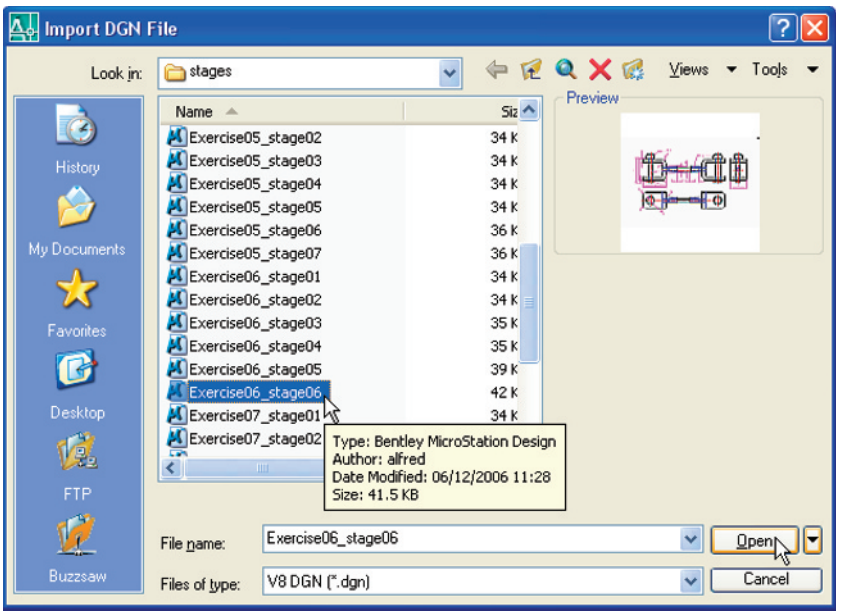
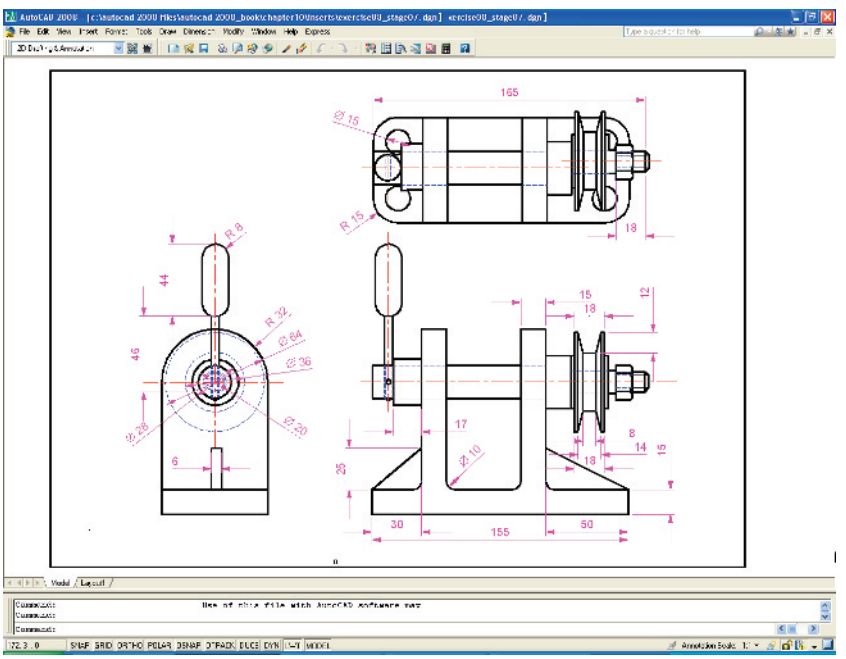

Fig. 10.21 The **Import DGN File** dialog
Fig. 10.22 The ***.dgn** file imported into AutoCAD 2008
2. In AutoCAD 2008 at the command line *enter* **dgnimport**. The dialog in Fig. 10.21 appears on screen from which the required drawing file name can be selected. When the **Open** button of the dialog is *clicked* a warning window appears informing the operator of steps to take in order to load the drawing. When completed the drawing loads (Fig. 10.22).